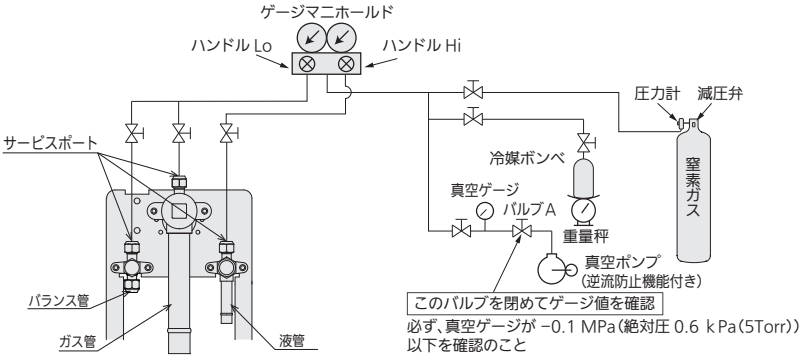

図9
2) ガス管、液管、バランス管のサービスポートに真空ポンプ、真空ゲージを接続してください。（図 9）